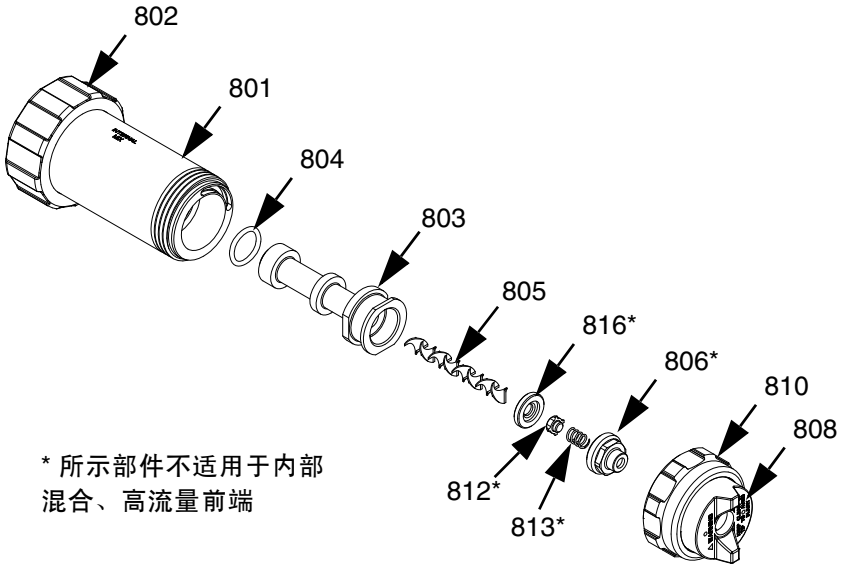

图 17
2. 从头部 (801) 取下固定环（ 810 ）和气帽组件（ 808 ）。
4. 在扩散器和帽盖（ 806 ）的平面上使用两个扳手移除帽盖。拆除盖帽后，弹簧 (813) 和止回阀 (812) 会掉出。
7. 将止回阀座（ 816 ）装入扩散器。查看图 17 阀座方向。